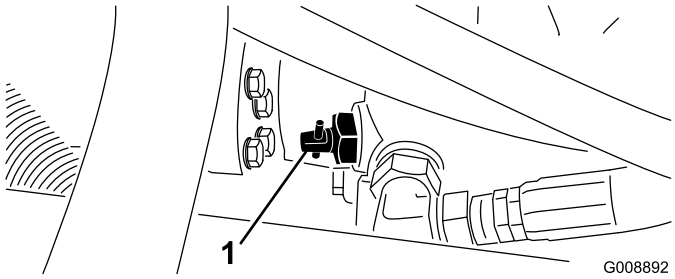

Figur 38
1. Finn pumpens omløpsventil (Figur 38) og vri den 90°.